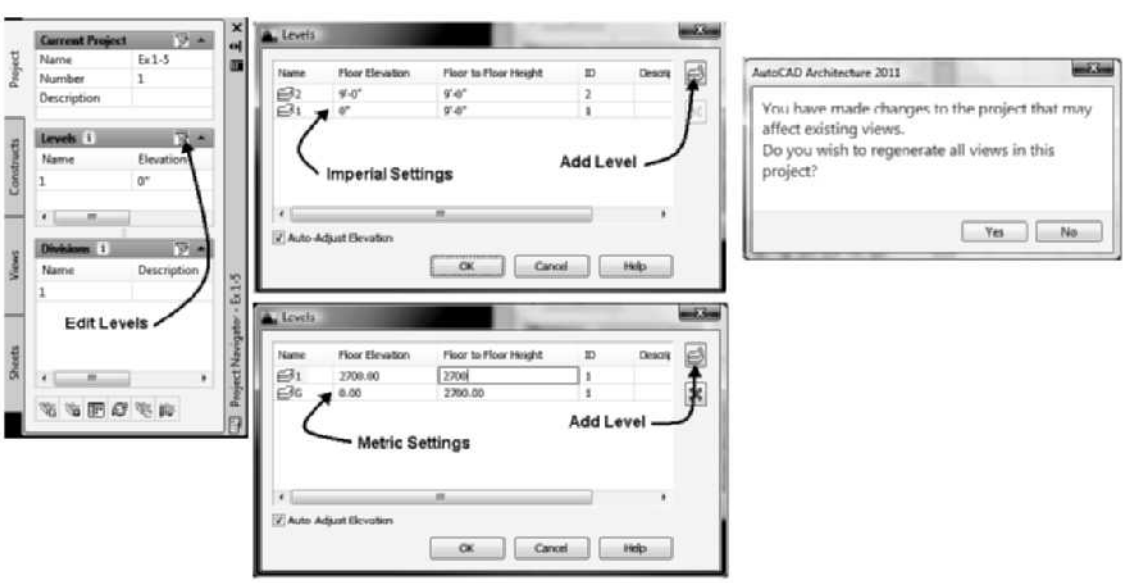

FIGURE 1.85 *Defining levels for the project*
6. Select the **Project** tab of the Project Navigator and choose **Edit Levels** as shown in Figure 1.85. Click on the edit fields to edit level 1 as follows: Name = **1 [G]**, Floor Elevation = **0**, Floor to Floor Height = **9' [2700]**. Verify that the **Auto-Adjust Elevation** checkbox is checked.
7. To create an additional level, click the **Add Level** button, as shown in Figure 1.85. Edit the properties of level 2 as follows: Name = **2 [1]**, Floor Elevation = **9' [2700]**, and Floor to Floor Height = **9' [2700]**. Click **OK** to dismiss the Levels dialog box.